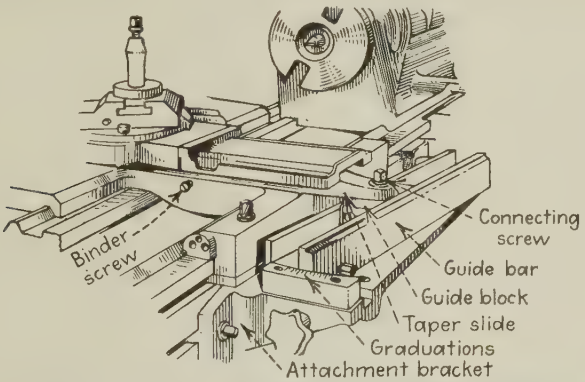

FIG. 157.—Taper attachment. The taper slide acts also as the connection, see Fig. 160.
172. Introduction.—The taper attachment (Fig. 157) has many features of especial value among which are the following: (1) The lathe centers are in line and the center holes in the work are not distorted. (2) The length of the work need not be considered, for once the taper is set, that particular taper
FIG. 160.—The taper slide *D* is provided between the cross slide *B* and the saddle *F*. When the taper attachment is not being used, *D* is tightened by the binder screw *E*, and the cross slide *B*, when fed either in or out, moves on *D* as a base. When the binder screw is loosened, the unit comprising *A*, *B*, *C*, and *D* is free to slide on the saddle *F* as a base. In this design the taper slide *D* serves also as a *connection* (see Fig. 157), and when fastened to the guide block it is no longer free but is controlled by the movement of the guide. The cross-feed screw *C* serves equally well whether or not the taper attachment is being used.